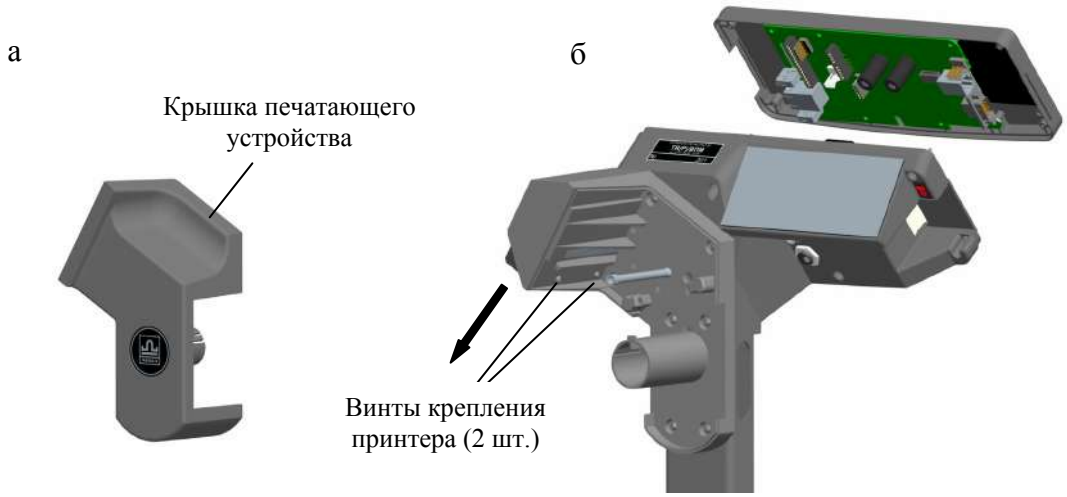

Рис. 7.8 - Замена принтера
7.6.3.3.1 Снять крышку печатающего устройства (Рис. 7.8 а).
7.6.3.3.4 Отвинтить два винта крепления принтера и отделительной пластины (Рис. 7.8 б).
7.6.3.3.5 Выдвинуть принтер вместе с кабелями из корпуса печатающего устройства в направлении указанном стрелкой (Рис. 7.8 б).
7.6.3.4.1 Снять крышку печатающего устройства (Рис. 7.8 а).
7.6.3.4.2 Отвинтить два винта крепления принтера (Рис. 7.8б).
7.6.3.4.3 Выдвинуть принтер вместе с кабелями из корпуса печатающего устройства в направлении указанном стрелкой (Рис. 7.8 б).